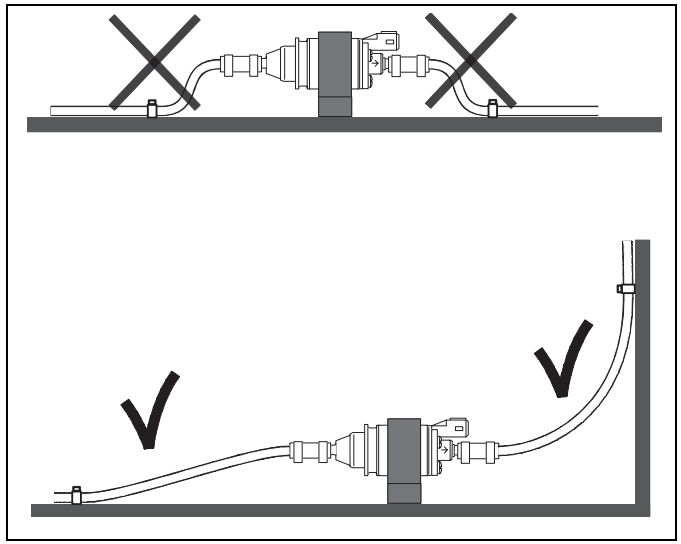

Bild 20: Brennstoffleitungsbefestigung
- Brennstoffleitungsbefestigung an Wand (siehe Bild 20, Draufsicht) soll nicht zu nahe an der Dosierpumpe erfolgen.